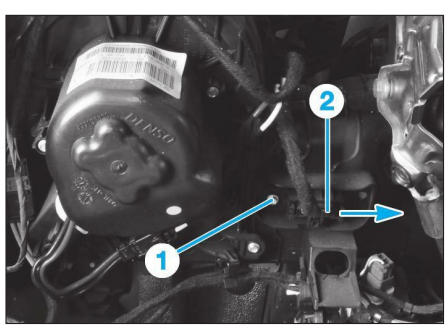

Fig. 34
- la vis (1) **(Fig.34)**.
• Déconnecter le connecteur (2).